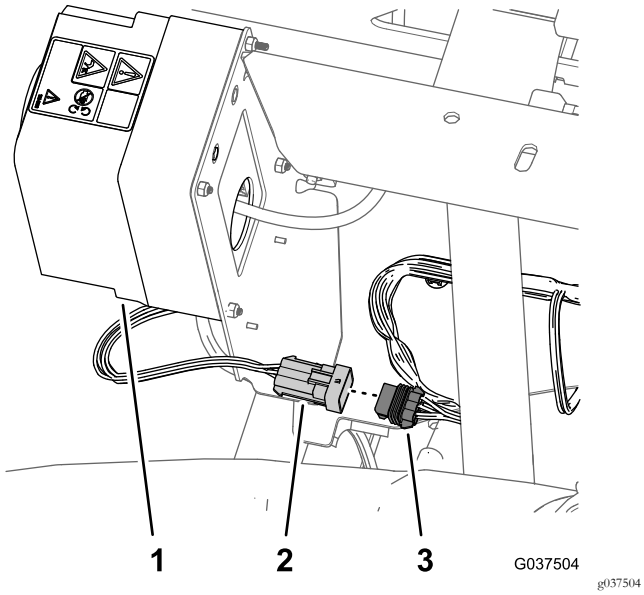

Figuur 5
1. Zoek achteraan de spuittank de kabelboom voor het spuitpistool of de elektrische slanghaspel (Figuur 5).
2. Maak de stekker met 6 pinnen van de kabelboom voor het spuitpistool of de elektrische slanghaspel los van de 6 contacten van de achterste kabelboom (Figuur 5).